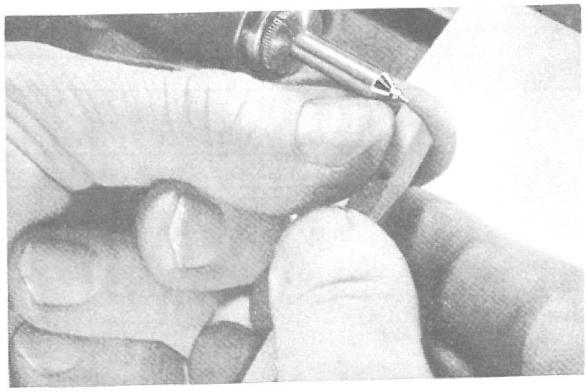

Fig.07-44/10
SPRØJTEHULLET i dysemunden renses med dysehulrenseren. Som det fremgår af fig.07-44/9 skal dysehullet renses INDEFRA og UDEFTER,og ikke udefra og ind.
5 Dysenålen renses med en kantet træpind,der er vædet i dieselbrændstof.Er dysenålens profil stærkt forkokset,anbringer man dysenålen i en skruestik eller i en boremaskine,idet man fastgør den i tryktappen,der naturligvis må beskyttes af en spændeforing.Derpå kan man bekvemt rense sprøjtetappen (8),drosseltappen (9) og nålefladen med en kantet træpind vædet i olie (fig.07-44/10 og 07-44/11).